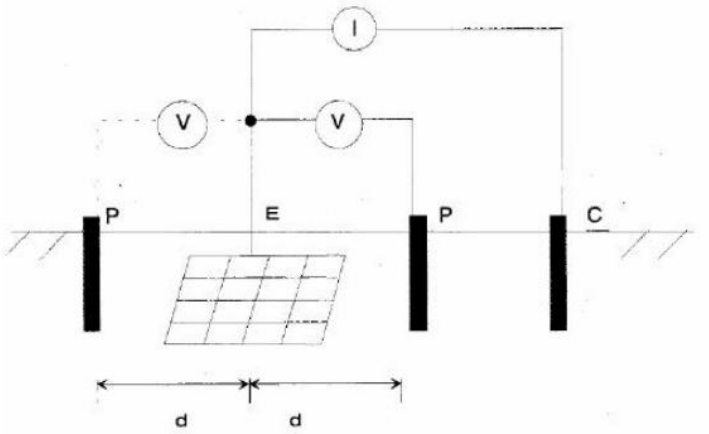

FIGURA 1. METODO DE LA CAIDA DE POTENCIAL
Otra alternativa para su medición es aplicando el método de Caída de Potencial, cuya disposición de montaje para medición se muestra en la Figura 1. El método consiste en pasar una corriente entre el electrodo o sistema de puesta a tierra a medir y un electrodo de corriente auxiliar (C) y medir la tensión entre la puesta a tierra bajo prueba y un electrodo de potencial auxiliar (P) como muestra la figura 1. Para minimizar la influencia entre electrodos, el electrodo de corriente se coloca generalmente a una sustancial distancia del sistema de puesta a tierra. Típicamente ésta distancia debe ser mínimo 6.0 veces superior a la dimensión más grande de la puesta a tierra bajo estudio.
El electrodo de potencial debe ser colocado en la misma dirección del electrodo de corriente, pero también puede ser colocado en la dirección opuesta como lo ilustra la figura 1. En la práctica, la distancia "d" para el electrodo de potencial se elige aproximadamente al 62% de la distancia del electrodo de corriente. Esta distancia está basada en la posición teóricamente correcta (61.8%) para medir la resistencia exacta del electrodo para un suelo de resistividad homogéneo.